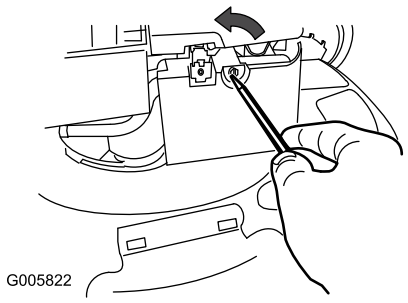

Figur 23
1. Bruk en skrutrekker til å åpne luftfilterdekselet (Figur 23).